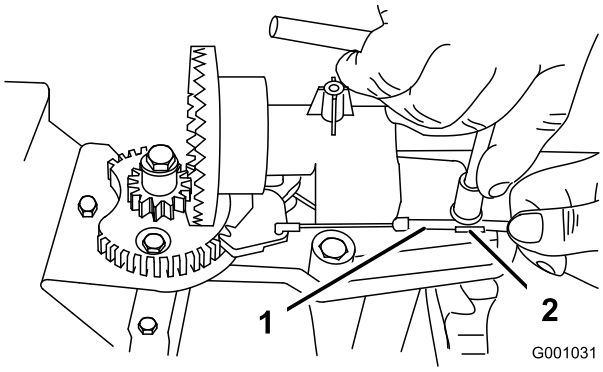
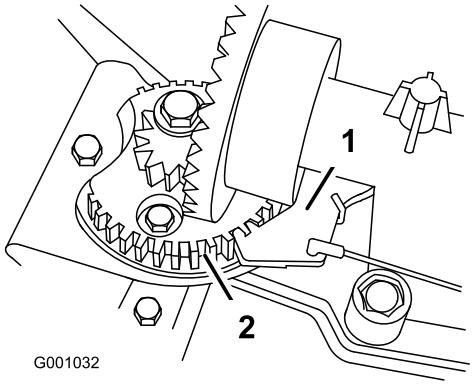

Figur 47
Figur 48
2. Løsn bolten på kabelklemmen (Figur 47).
3. Tag fat i kabelrøret, og bevæg det mod maskinens forende, indtil udblæsningssliskelåsen går helt i indgreb med tandhjulstænderne (Figur 47 and Figur 48).
Bemærk: Låsen er fjederbelastet og går naturligt ind i tandhjulstænderne (Figur 48).